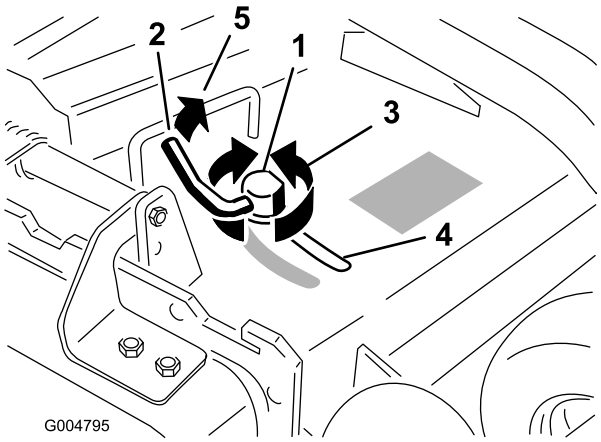

Figura 19
3. Para ajustar el bloqueo de leva, levante la palanca para aflojar el bloqueo de leva (Figura 19).
5. Devuelva la palanca a su posición original para apretar el deflector y el bloqueo de leva (Figura 19).